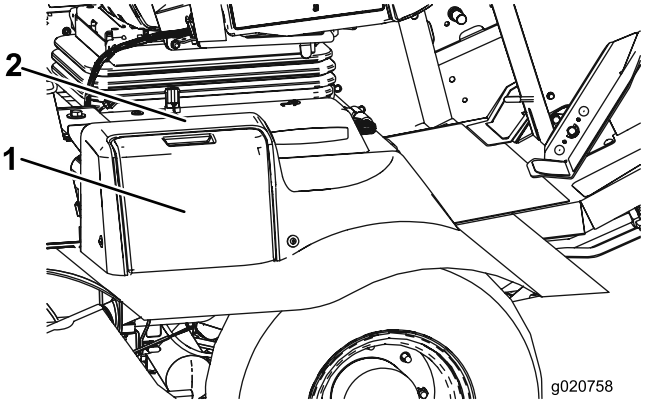

図 54
1. バッテリーカバーを外す図 54。カバーはシュラウドの側面にある。
注 バッテリーカバーの上部の平らな面を下向きに押すと簡単に外すことができます 図 54。